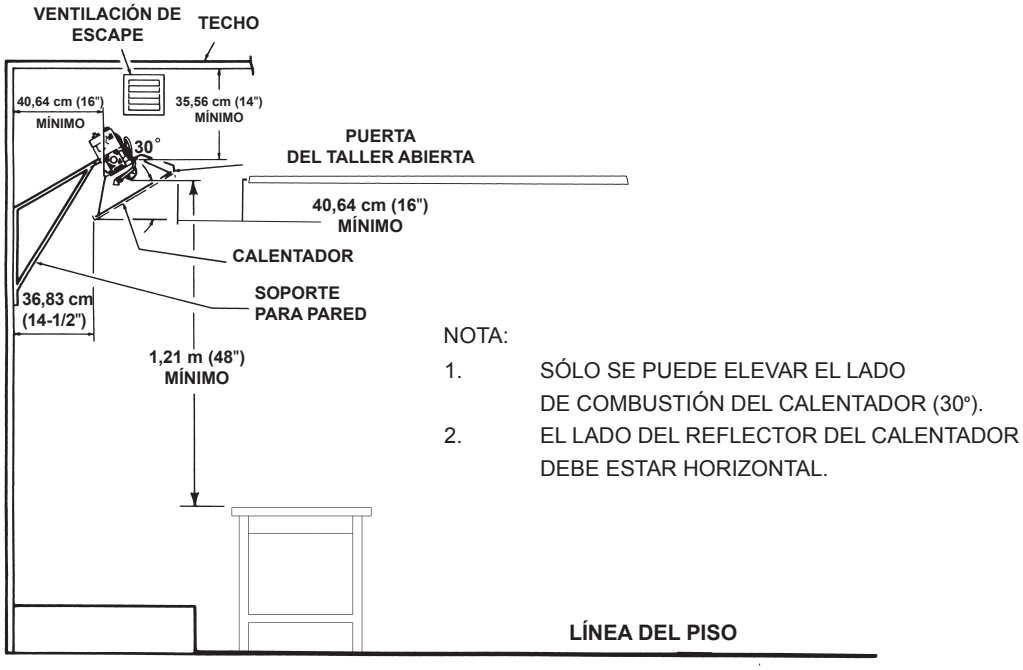

Figura 2. Espacios libres que deben dejarse en la instalación con respecto a las superficies inflamables
Mantenga los espacios libres que se indican en la Figura 2 o en la placa del calentador.
⚠ **ADVERTENCIA:** Mantenga los espacios libres que se indican en la Figura 2 o en la placa del calentador.
- En la Figura 2 y en la Tabla 3 se ilustran los espacios libres mínimos que deben dejarse con respecto a las superficies inflamables. Como se observa en la Figura 2, la parte delantera del calentador se instala dejando el espacio libre mínimo obligatorio con respecto a las superficies inflamables y de cara al espacio abierto, mientras que los demás lados deben tener un espacio libre mínimo de 40,64 cm (16 pulgadas) con respecto a las superficies inflamables.